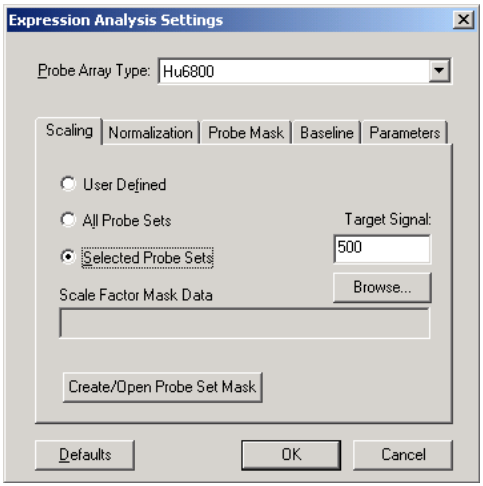

Figure E.9
1. In the Scaling tab, choose the **Selected Probe Sets** option **(Figure E.9)**.